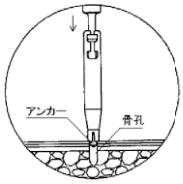
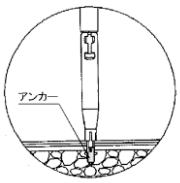

図 1
図 2
3. インサーターを骨孔に垂直にあてがい（図 1）スリーブがシャフトのストッパーで止まるまで上部から押してアンカーを挿入する。（図 2）